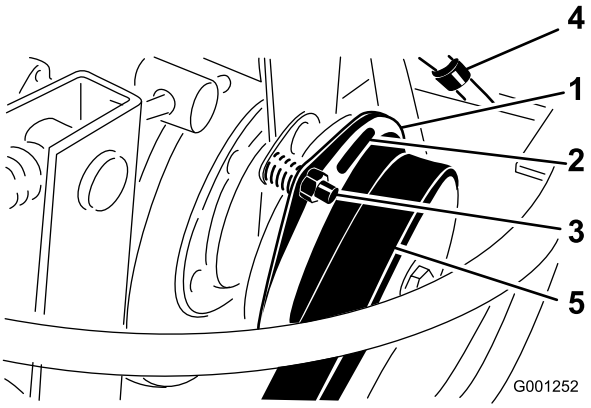

Figur 79
3. Juster mellemrummet, så en søgelære på 0,38 mm kan glide ind mellem koblingsbelægningen og friktionspladen med et let tryk (Figur 79).
Bemærk: Mellemrummet kan reduceres ved at dreje justermøtrikken med uret (Figur 79). Det maksimale mellemrum er 0,76 mm. Juster alle tre mellemrum.